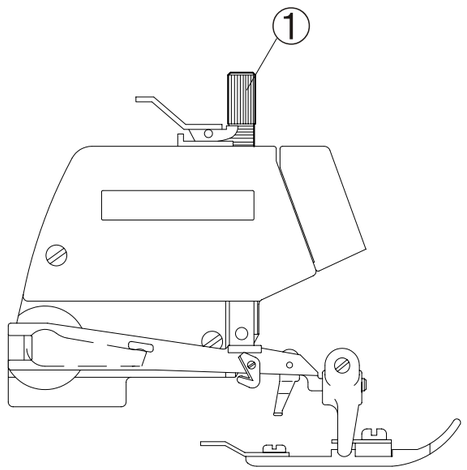

Fig. 8
2. Ajuste la fuerza de presión del pie prénsatelas. (Fig.8)